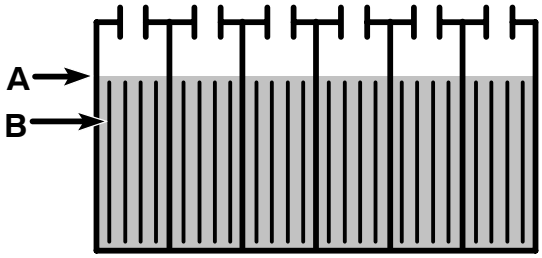

FIG. 22
3. Avant de mettre en charge les batteries, vérifiez périodiquement le niveau d'électrolyte dans chaque élément de batterie (Figure 22).
Le niveau d'électrolyte (A) doit légèrement recouvrir les plaques de batteries (B). Ajoutez de l'eau distillée si nécessaire. NE REMPLISSEZ PAS TROP, le fluide va augmenter de volume et risque de déborder lors de la mise en charge. Remettez les bouchons sur les éléments, avant la mise en charge (Figure 22).